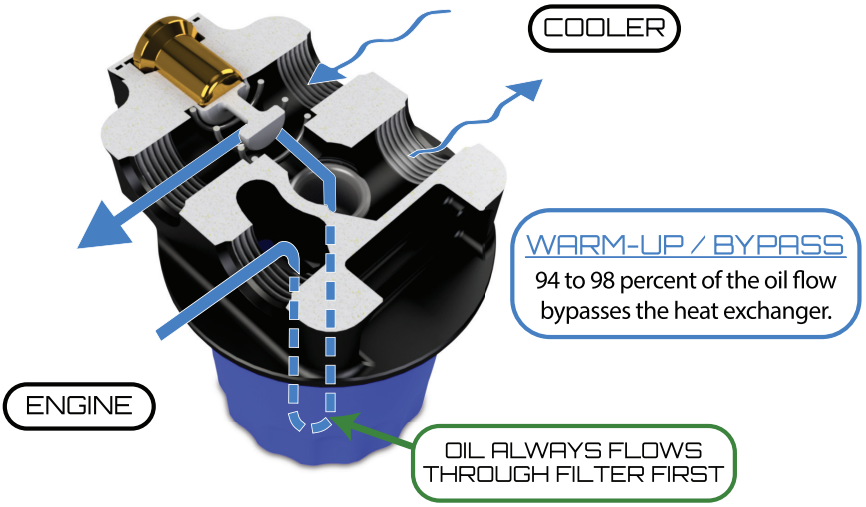

Figure 2 - Bypass Flow
1. Figure 2 illustrates how the thermostat bypasses up to 98% of the total